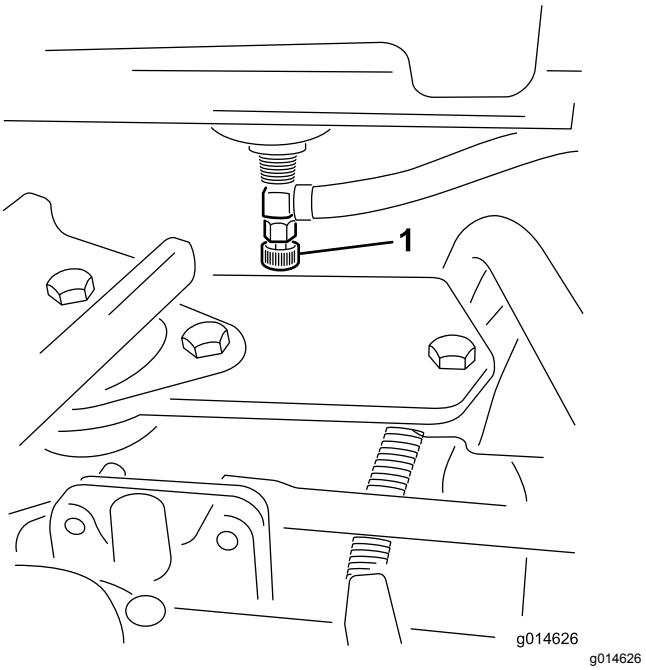

Figur 29
1. Stäng bränslekranen (Figur 29) under bränsletanken.